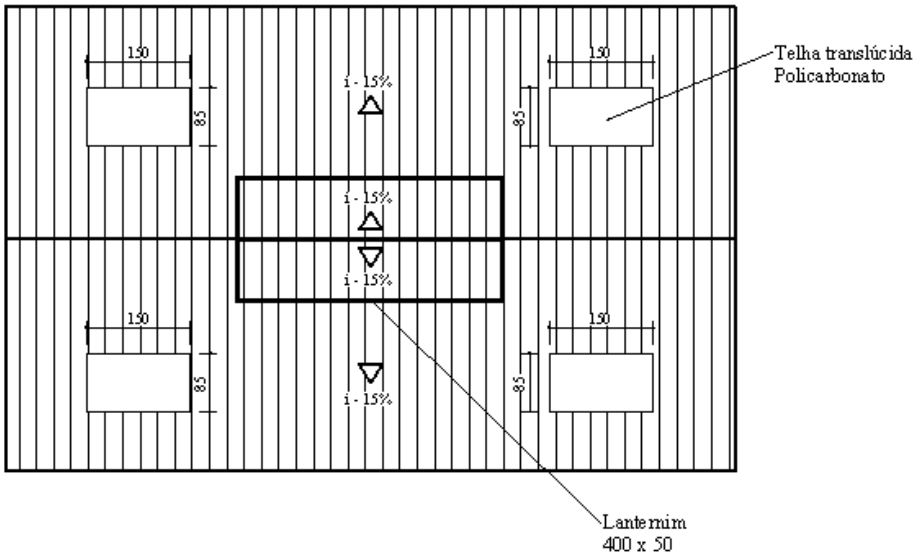

FIGURA 59
C.7.8) Iluminação e ventilação Zenitais: Devem ser representados, na cobertura, todos os elementos de iluminação e ou ventilação zenitais, indicando o tipo de material utilizado e cotando suas dimensões (FIGURA 59).